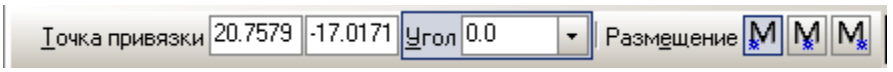

Рис. 8.23.
7.1.8. На панели инструментов **Обозначения** (кнопка ) выберите команду **Ввод текста** – кнопка . Панель свойств команды показана на рис. 8.23.